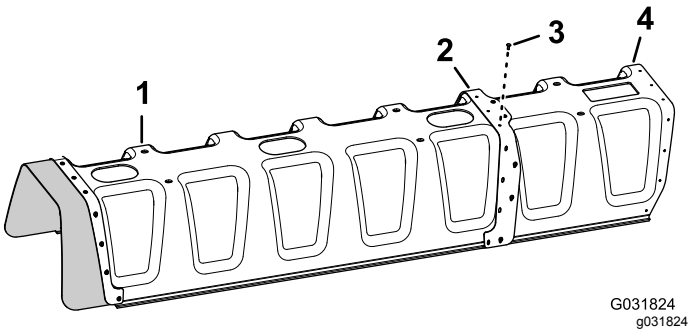

Figur 181
4. Fäst kåpförlängningen på kåpan till sektionen med elva munstycken (Figur 181) med elva popnitar (Toro-artikelnr 114439).